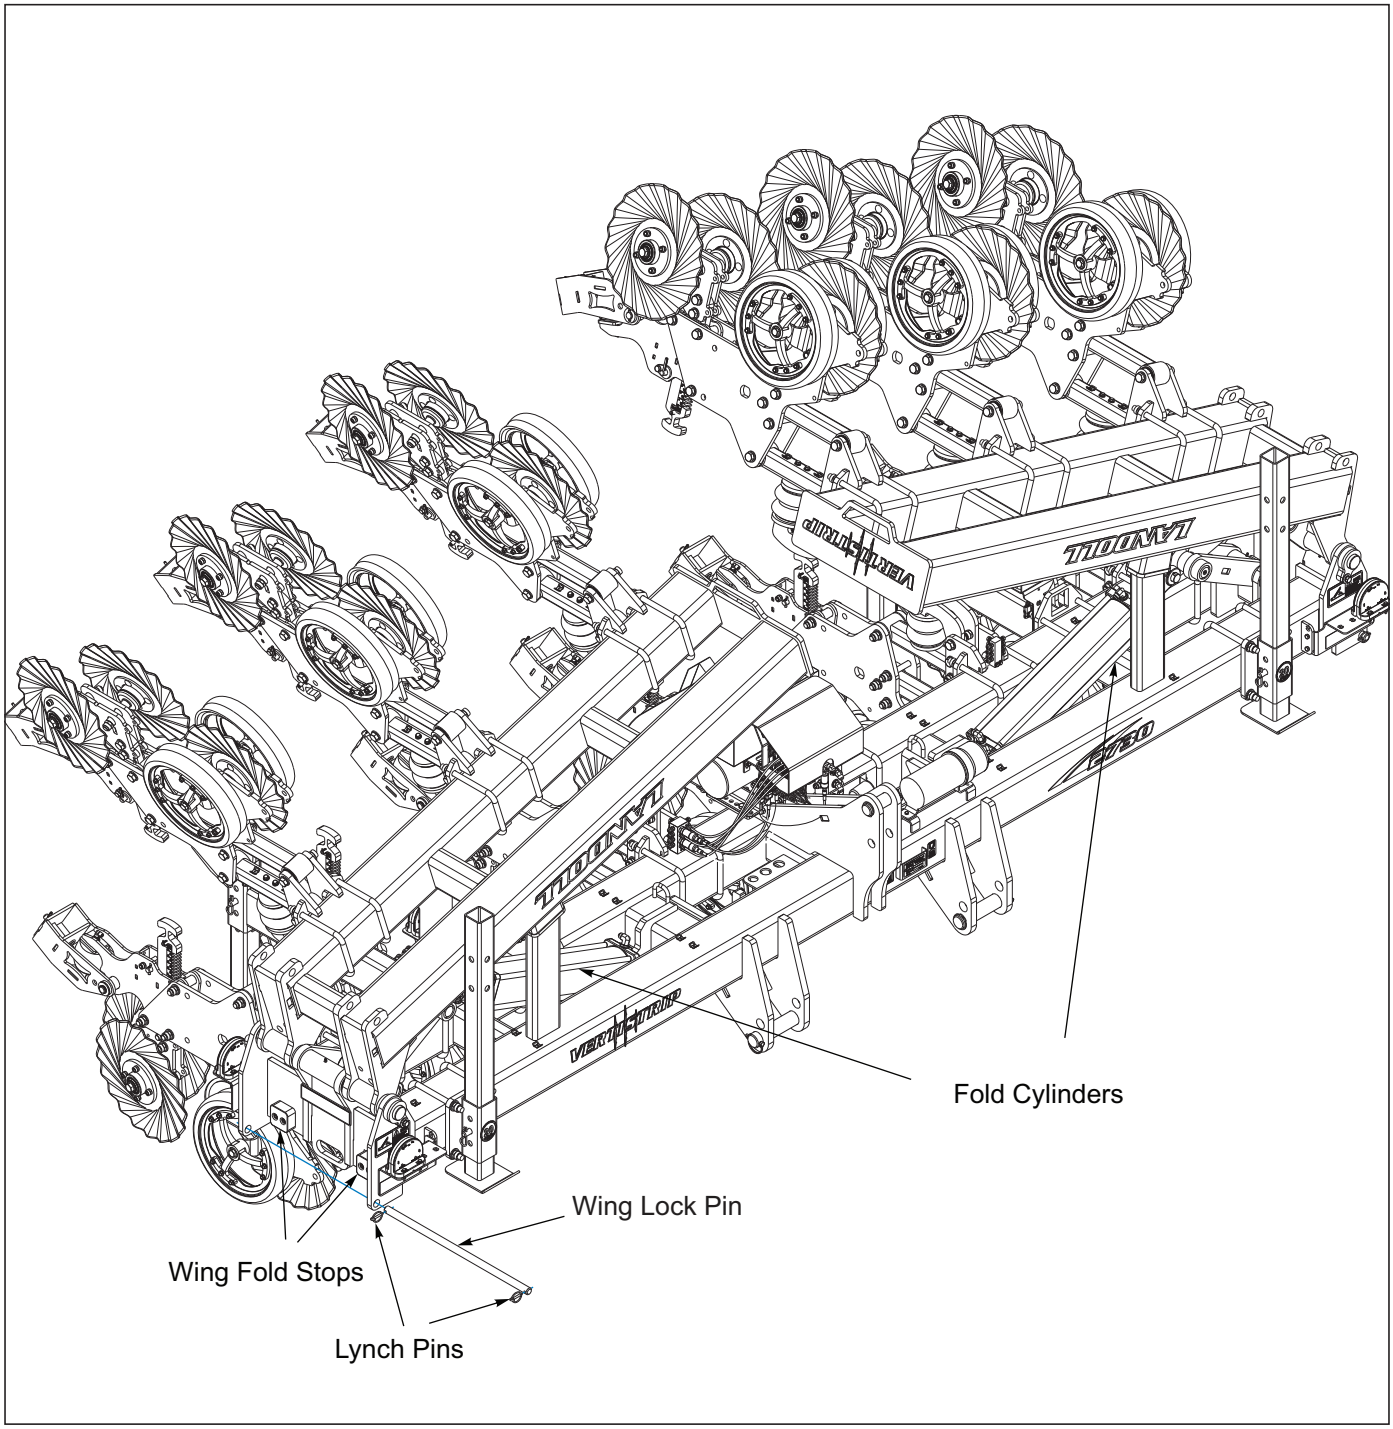

Figure 4-5: Wing Transport Position
5. **BEFORE UNFOLDING** verify that the wing lock pins are not installed and clear all persons from on or near the implement before unfolding the wings ***See Figure 4-5***, both sides.
12. Wait for both wings to reach the fully folded position ***See Figure 4-5***. Set tractor remote to Neutral to hold at folded.
3. Carefully un-fold the wings ***See Figure 4-5***. When wings are un-folded check the side to side level of the wings.